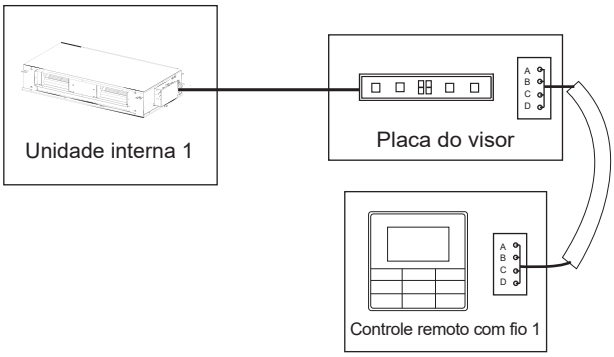

Figura 30
- Use um controlador conectado para controlar uma unidade interna (consulte a Figura 30).